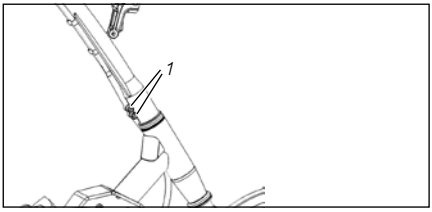

Fig. :29
1. Desserrez les vis à tête creuse sur la douille de serrage à l'extrémité inférieure de la colonne de direction à l'aide d'une clé Allen adaptée *(voir « Fig. :29 (1) »)*.